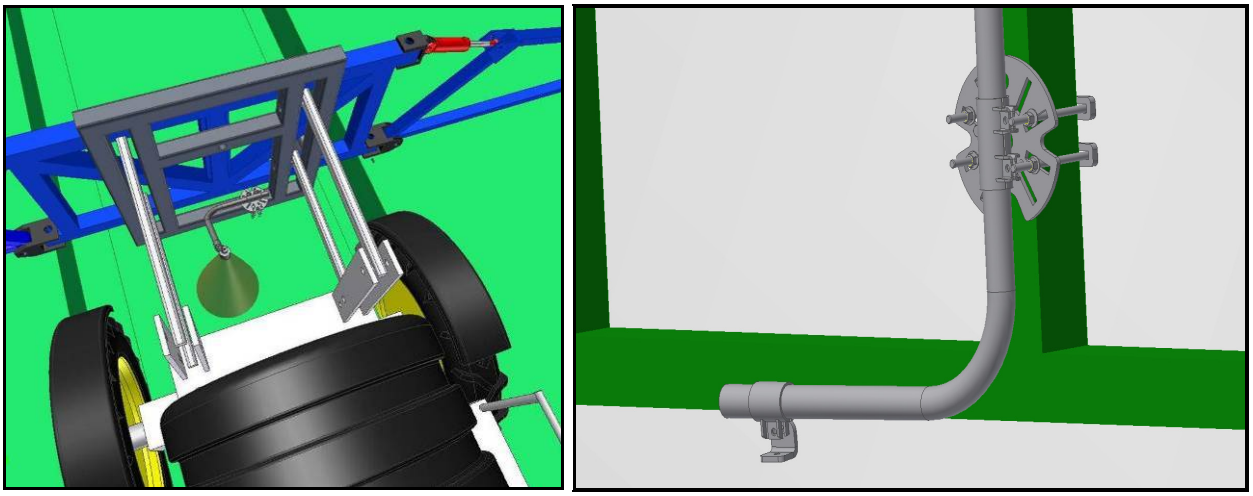

Figure 9: Example Mounting of the Main Lift Bracket
1. There are a variety of ways to mount the main lift bracket on most sprayers. The bracket should position the sensor approximately in the center of the sprayer, forward of the boom. An example of this mounting is illustrated in **Figure 9**.